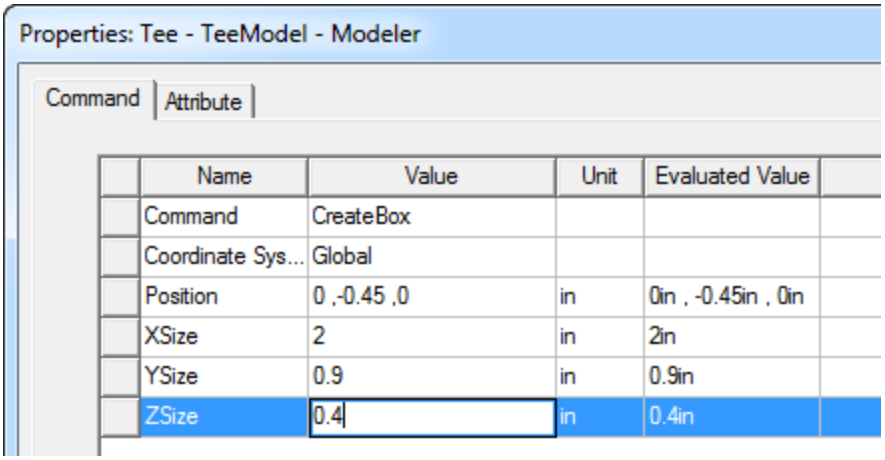

Figure 3-5 Properties (Command tab)
8. Enter values of **Position**, **XSize**, **YSize**, and **ZSize** as shown in Figure 3-5 above.